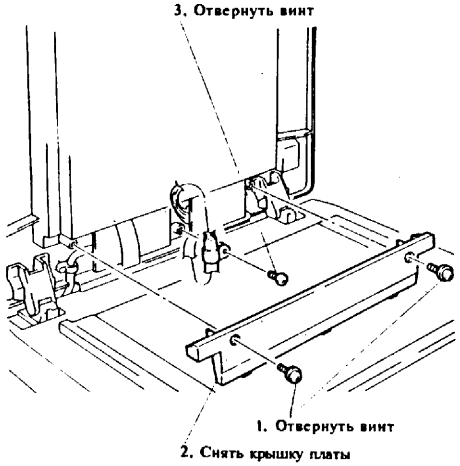

Рис.7 Снятие крышки платы
(1) Отключить питание и вынуть вилку из розетки.
(2) Снять крышку платы стекла оригинала и отвернуть винт, крепящий клипсу кабеля (рис.7).